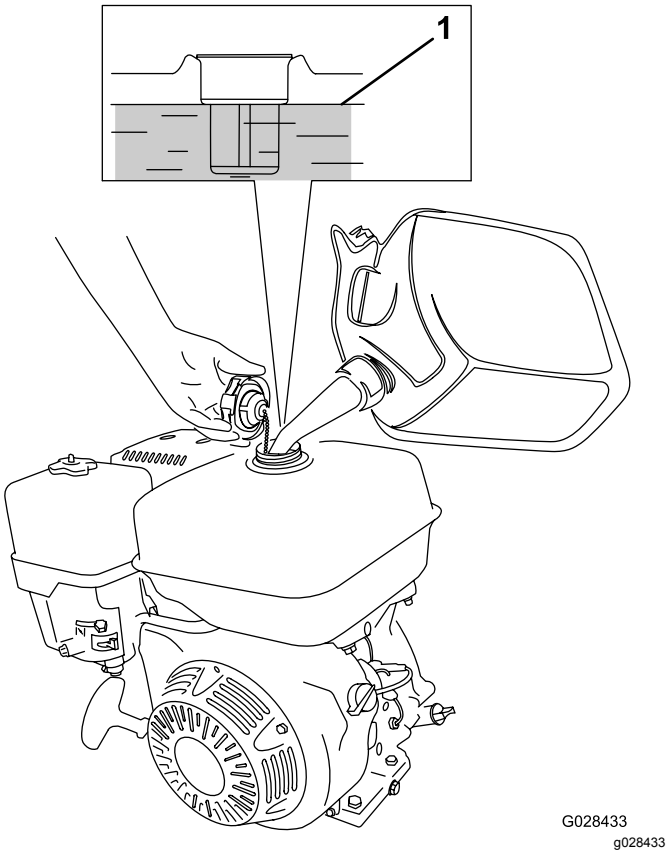

Figur 22
1. Rengør området omkring brændstoftankens dæksel, og tag dækslet af tanken (Figur 22). Fyld brændstoftanken med blyfri benzin (mindst 87 oktan) til cirka 25 mm under kanten af tanken for at give brændstoffet plads til at udvide sig.